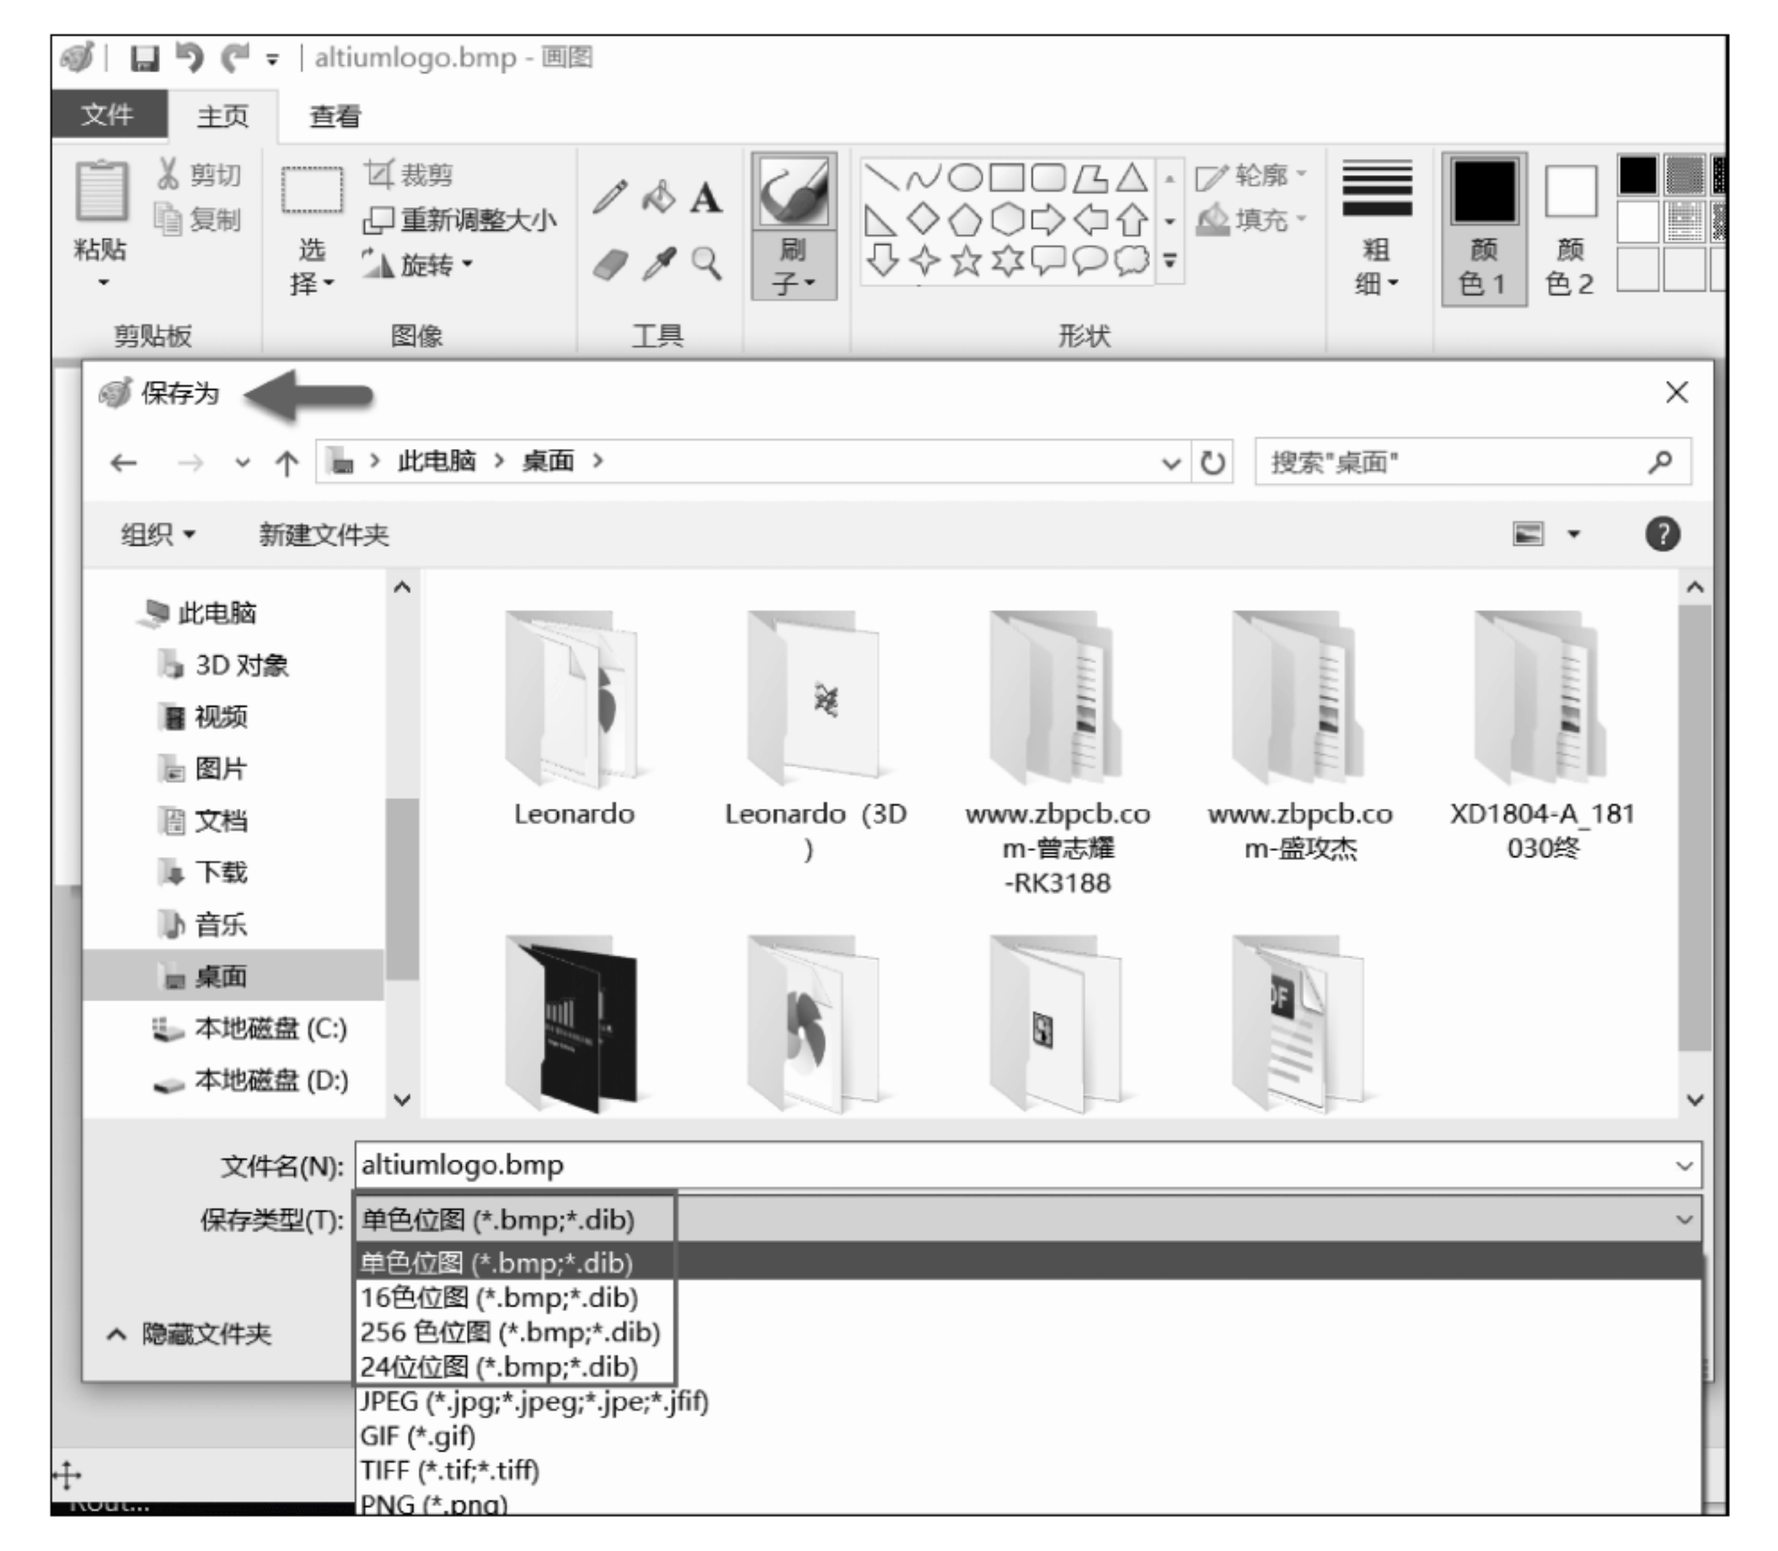

图 1-236　转换位图
(1) 位图的转换,因为脚本程序只能识别 BMP 位图,所以可利用 Windows 画图工具将 Logo 图片转换成单色的 BMP 位图,如果单色位图失真了,可以转换成 16 位图或者其他位图。Logo 图片的像素越高,转换的 Logo 越清晰,利用 Windows 画图工具转换位图的方法如图 1-236 所示。